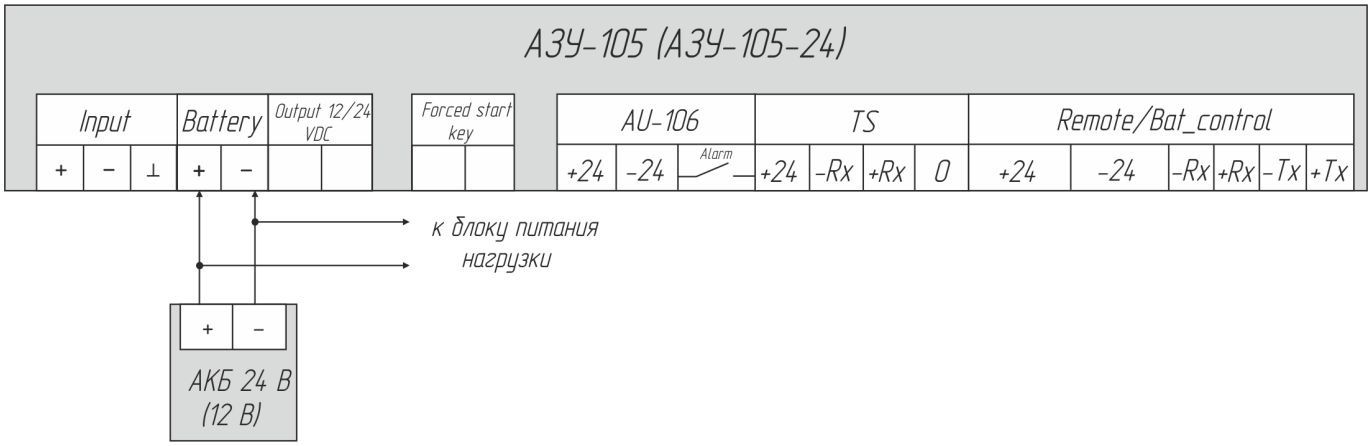

Рисунок 4 – Схема прямого подлючения нагрузки к АКБ
1.3.2.4 Подключение нагрузки к АКБ может осуществляться двумя способами: прямым и коммутируемым, см. рисунок 4–5, соответственно.